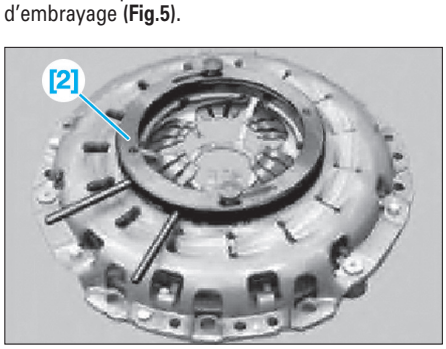

Fig. 5
- [2]. Outil pour le blocage et la remise en position de base de la bague de rattrapage de jeu de l'embrayage SAC (ref : 21 2 180) **(Fig.5)**.
• Mettre en place l'outil [2] dans le mécanisme d'embrayage **(Fig.5)**.